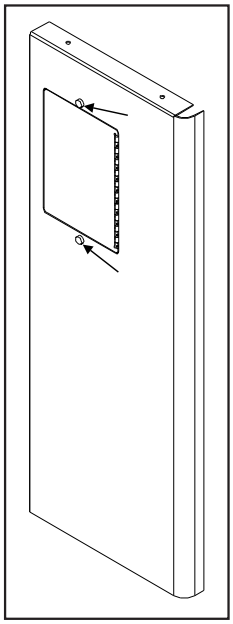

Figure 41: Right Panel - Front.
Place the circuit board control panel on the backside of the right surround panel so the hinge is on the outside and the top and bottom holes on the control panel line up with those on the surround. Attach using two (2) T-20 screws through the front of the surround into the circuit board control panel (see Figure 41).